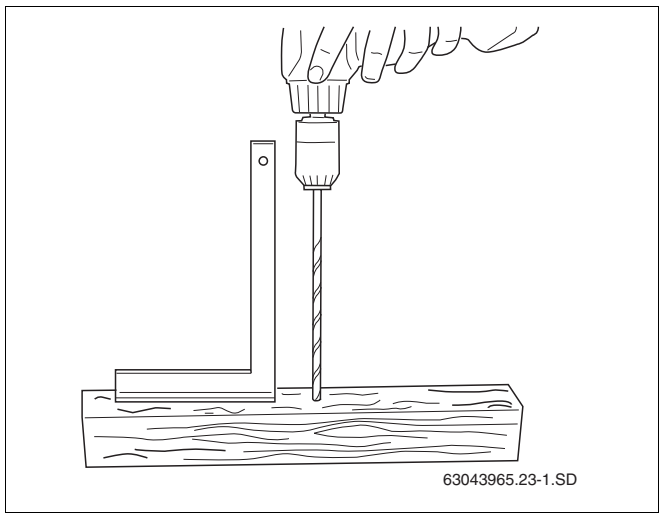

Rys. 22 Przygotowanie szablonu do wykonania otworów
- Przygotować kantówkę o długości ok. 0,50 – 1,00 m. W kantówce wykonać otwór przelotowy prostopadle do jej powierzchni (Ø 6 mm) (rys. 22).